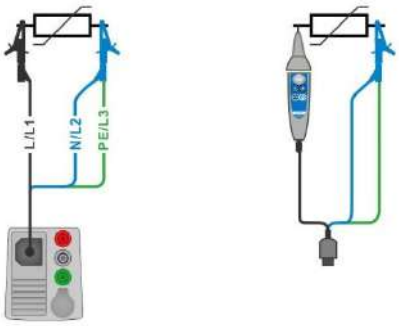
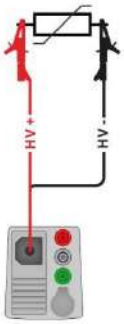

Figure 7.19: Connection of 3-wire test lead and Tip commander (Range: 1000 V)
Figure 7.20: Connection of 2.5 kV test lead (Range: 2500 V)
- Connect test leads to object under test (see ***Figure 7.19*** and ***Figure 7.20***).